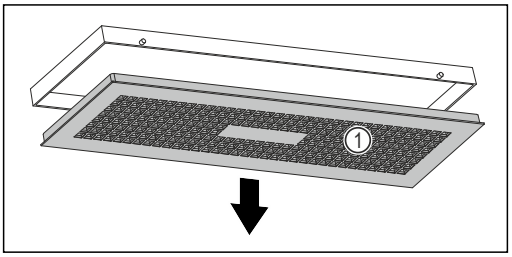

Fig. 112
▶ Rotiți cutia de apă lent în jos și țineți ferm totodată capacul *Fig. 112 (1)*.
▶ Extrageți capacul *Fig. 112 (1)*.